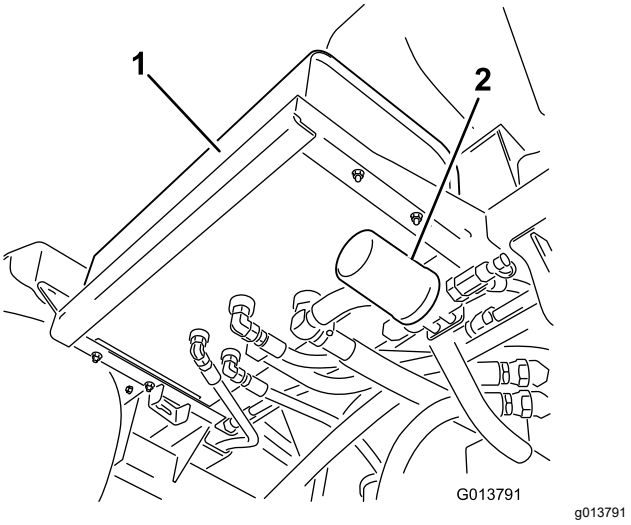
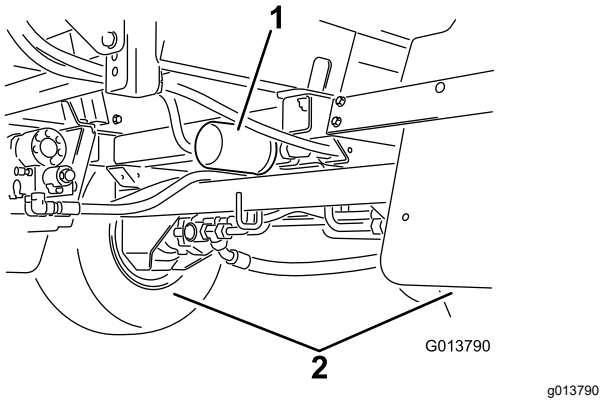

**Figur 109**
**Figur 110**
2. Leta upp maskinens två hydraulfilter (Figur 109 och Figur 110).